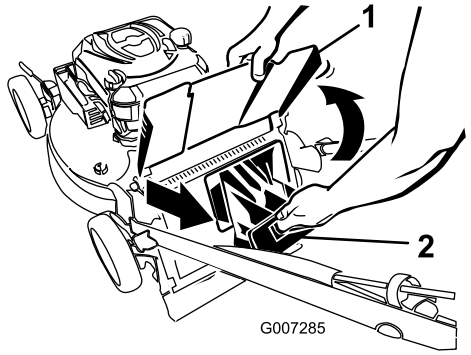

Figur 20
2. Hev og hold oppe utslippsavlederen (Figur 20).
3. Trekk ut bakre utslippsplugg (Figur 20).